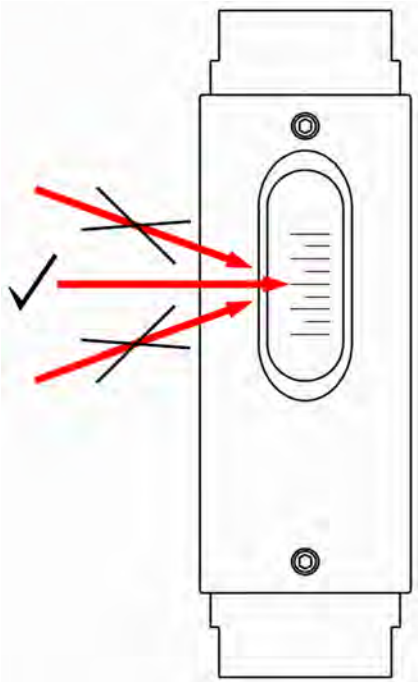

Abb. 35: Messskala ablesen
2. Geradeaus auf die Messskala blicken (Abb. 35, mittlerer Pfeil). Durch einen Blickwinkel von oben oder unten kann der Ablesewert verfälscht werden